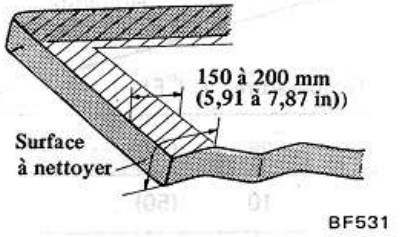

Fig. BF-57 Surface du verre à nettoyer
6. Nettoyer la surface du verre sur laquelle doit être appliqué le mastic, avec de l'essence sans plomb. Voir Fig. BF-57